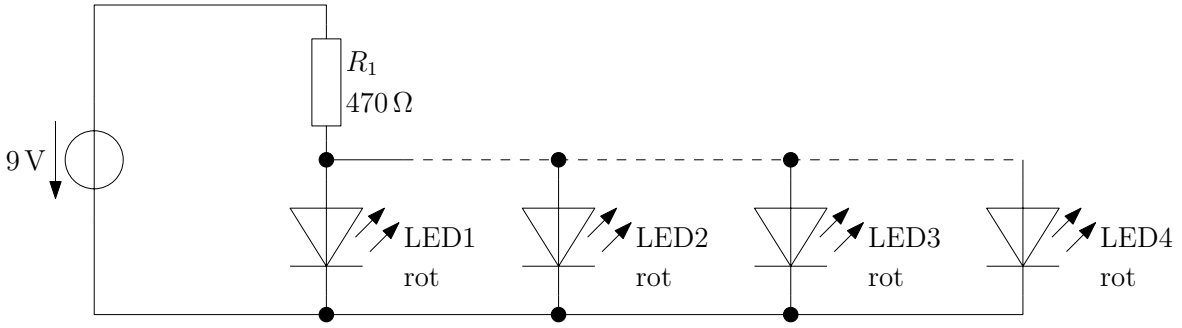

Abbildung 2.9: Experiment – Parallelschaltung von LEDs
**Versuchsaufbau und -durchführung** Bauen Sie die Schaltung nach Abb. 2.9 so auf dem Steckbrett auf, dass Sie zunächst nur LED1 anschließen. Ergänzen Sie die Schaltung im Betrieb schrittweise um LED2 bis LED4.